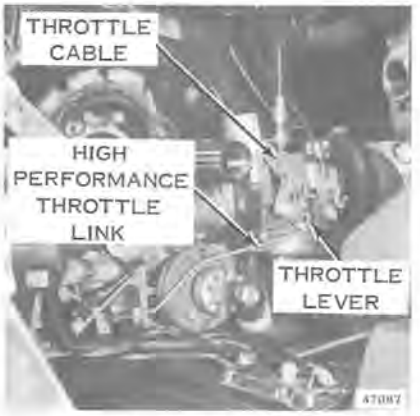

Figure 6-11
d. Secure carburetor to insulating block with two nuts and star washers. Assemble throttle lever to shaft with screw. High performance throttle link must be at (as shown in Figure 6-11) edge of throttle lever slot with both the carburetor throttle and the high performance throttle closed. The carburetor throttle lever should turn about 15° before the slotted lever engages the high performance throttle link.